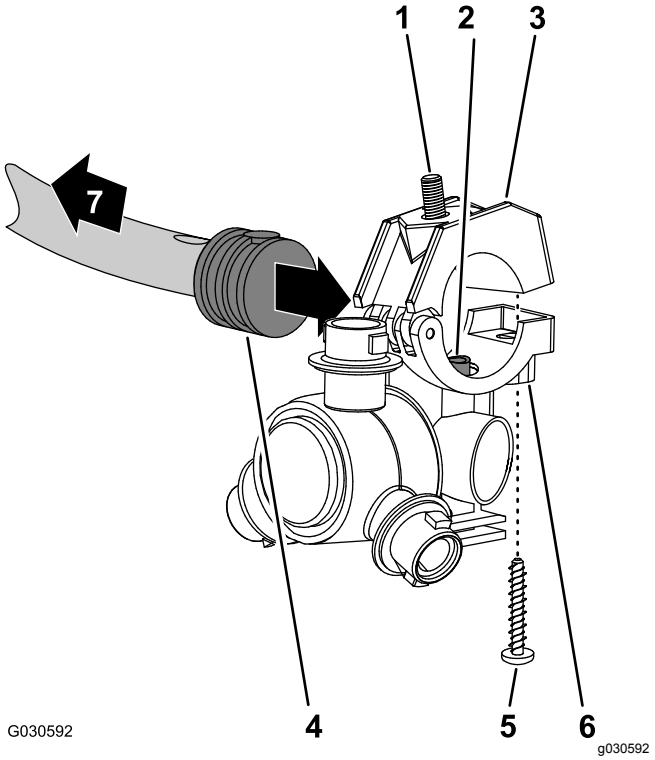
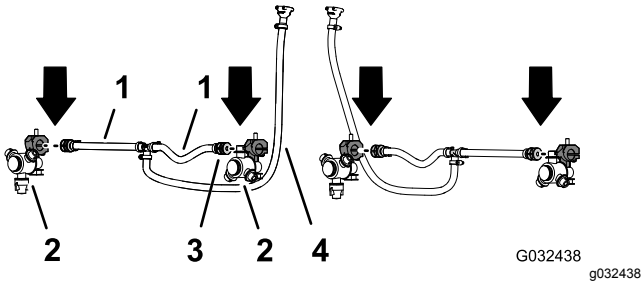

Figur 55
Figur 56
2. Bruk sprederdyse 2 fra finishingsettet for GeoLink-spredersystemet og fjern skruen i rustfritt stål som fester den øvre klemmehalvdelen til salen (Figur 55).
3. Finn hullet i siden av slangeskaftet med mothake på én side i enden av slangen på 25 cm i slangeenheten (sprederventil 5 eller 6) for den midtre sprederseksjonen (Figur 55 og Figur 56).
4. Innrett overføringsrøret i salen på en sprederdyse (Figur 55) med hullet på siden av slangeskaftet med mothake på én side (1/2 tomme).
5. Lukk den øvre klemmehalvdelen rundt slangeskaftet med mothake og fest klemmehalvdelen og sprederdyseenheten (Figur 55) med skruen i rustfritt stål (nr. 12 x 1-1/4 tomme). Trekk til skruen i rustfritt stål til 14–18 N·m.
6. Bruk sprederdysene, sekskantbolten og skruen i rustfritt stål som du fjernet i trinn 1 og 2 av Fjerne sprederdysene (side 22), og gjenta trinn 3 til og med 5 for slangeskaftet med mothake på én side (Figur 55 og Figur 56) i den andre enden av slangen (25 cm).
7. Bruk de to sprederdysene du fjernet i trinn 4 av Fjerne sprederdysene (side 22), og gjenta trinn 3 til 5 for slangeskaftet med mothake på én side i den andre slangeenheten (sprederventil 5 eller 6) for den midtre sprederseksjonen (Figur 55 og Figur 56).